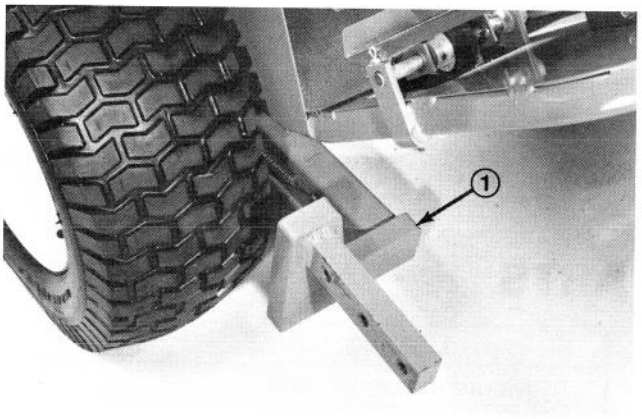

Figure 1
1. Slide a lift arm under traction unit positioning as shown in Fig. 1. Align lift arm with axle bracket hole, insert pivot pin and secure with capscrew, flatwasher, lockwasher and cotter pin (supplied with traction unit).